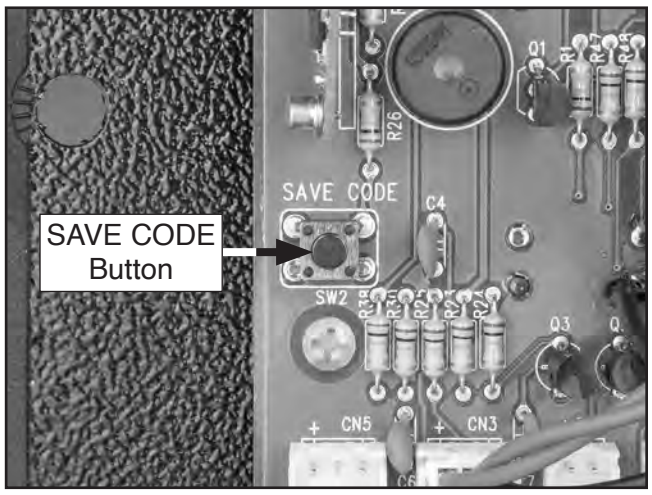

Figure 65. Location of SAVE CODE button on control panel circuit board.
2. Press and hold SAVE CODE button on circuit board (see **Figure 65**) until it beeps and continue to hold through **Step 3**.